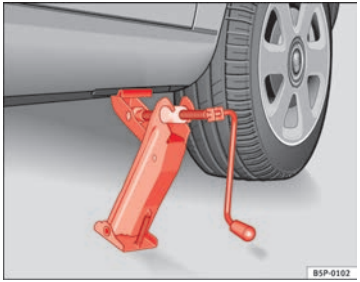

**Fig. 177 Fitting the jack**
– Align the jack so that the arm of the jack fits around the rib under the door sill and the movable base plate of the jack is flat on the ground ⇒ Fig. 177.